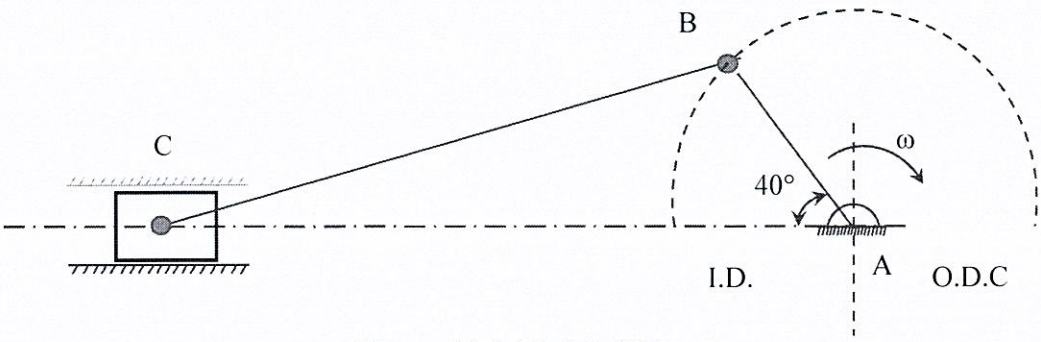

Figure 3(c) / *Rajah 3(c)*
CLO1 (c) Figure 3(c) shows a slider-crank mechanism. The crank AB rotates at a constant angular velocity of 70 rad/s in the clockwise direction. The crank length, AB = 80 mm and connecting rod length, BC = 220 mm.
i. Construct a space diagram of the slider-crank mechanism based on the dimensions given in Figure 3(c), using a suitable scale.